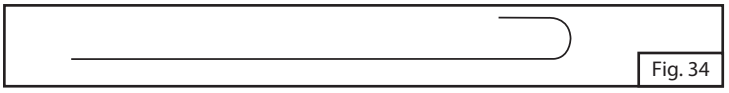

Fig. 34
1. Para quitar las obstrucciones mencionadas arriba, use un accesorio de cepillo flexible para venturi o doble un extremo de un alambre largo flexible de 20 pulgadas (.5 metros) haciéndole un pequeño gancho tal como el que se muestra en la Fig. 34.
3. Examine si en la parte interna del extremo inferior del tubo venturi hay nidos, telarañas o suciedad. Límpiela como se indica en el Paso 1, Fig. 34.